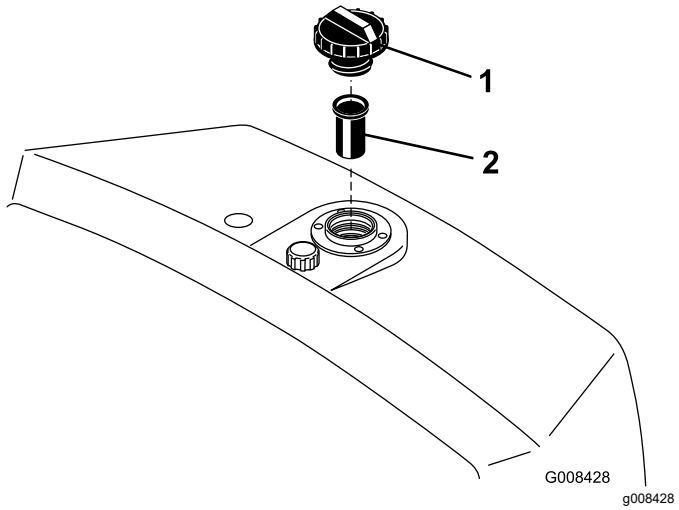

Figure 49
2. Retirez le bouchon du réservoir et vérifiez le niveau d'huile. L'huile doit arriver au bas de la crépine dans le goulot de remplissage (Figure 49).